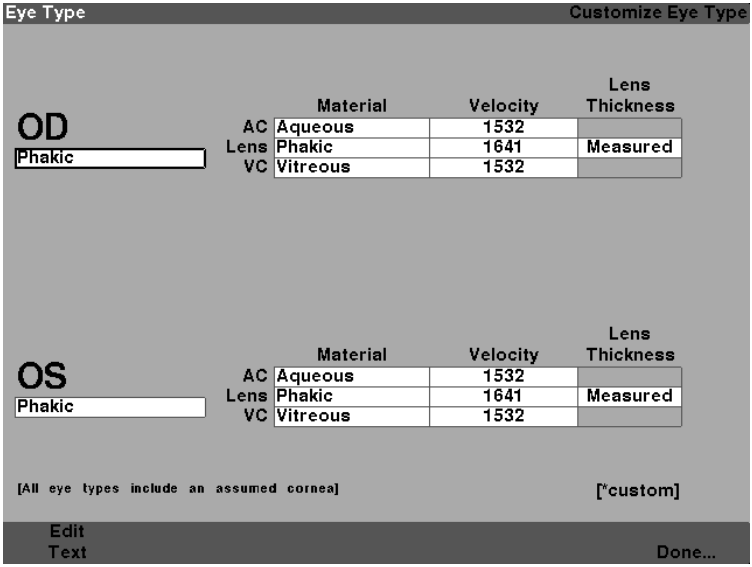

Figure 7-1 Customize Eye Type Screen
2. "Customize Eye Type...". The Customize Eye Type screen as shown in Figure 7-1 below will be displayed.